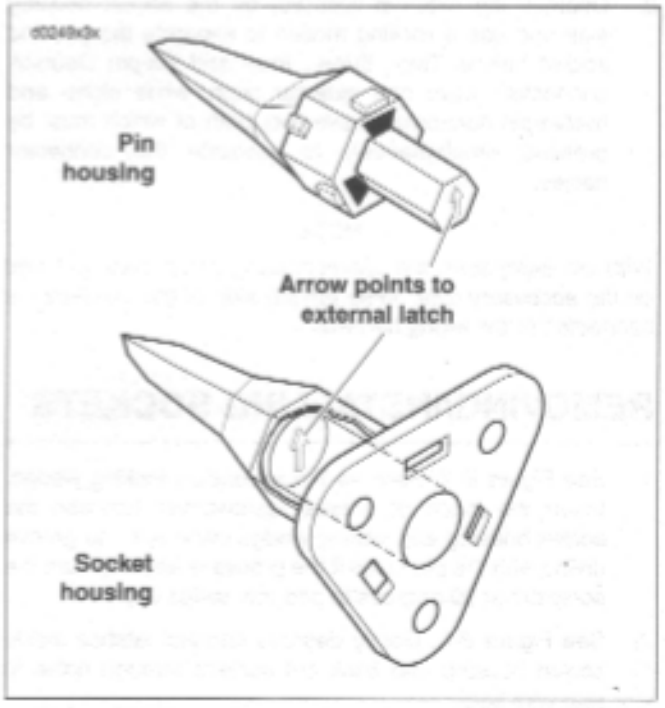

Figure B-9. Depress Terminal Latches/Back Out Pins
- *While rectangular wedges do not require a special orientation, the conical secondary locking wedge of the 3-pin connector must be installed with the arrow pointing toward the external latch. See Figure B-9.*